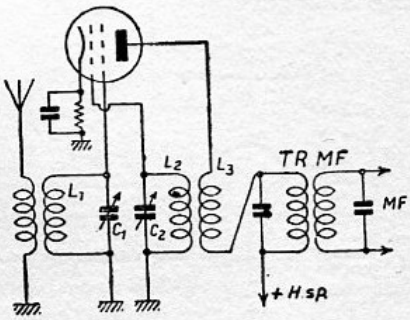

Fig. 93. Het klassieke schema van den frequentie-omvormer door een dubbelrooster-oscillator-menglamp.
W. — Overigens kan men deze schakeling tot stand brengen met behulp van een enkele dubbelroosterlamp, die gelijktijdig werkt als frequentie-omvormer en als oscillator (fig. 93). Je zult opmerken, dat de plaatstroom dan tevens dient om de terugkoppeling op te wekken, die noodzakelijk is voor het ontstaan en onderhouden van de trillingen in de heterodyne.